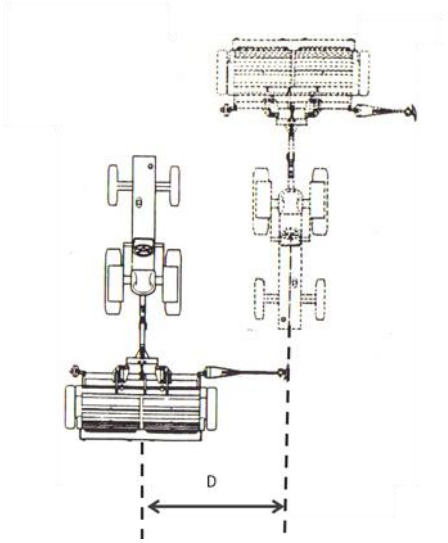

Figura 22
- **Al centro del tractor:** Se calcula el ancho de la máquina y se traslada esa distancia desde el centro de la misma hasta el disco marcador. Una forma sencilla de realizarlo es con un hilo, se coloca este sobre el primer abresurco y se lo extiende hasta el último agregando uno más y se lo marca o corta. Luego se coloca un punta del hilo en el abresurco central y se lo extiende totalmente, el lugar donde llega la otra punta es donde debe ir trabajando el marcador(figura 22)